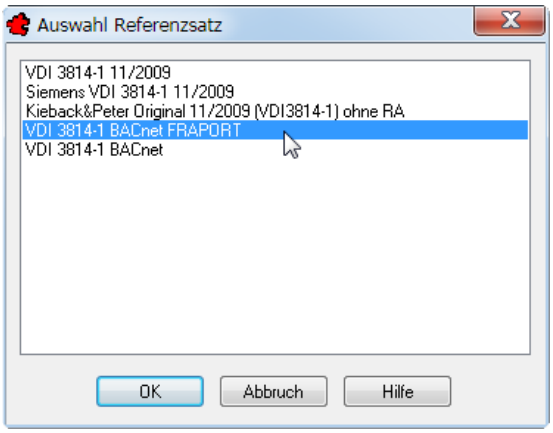

Bild 24.18 – Das Projekt erhält den neuen Standard
- Wählen Sie den soeben erzeugten Standard und klicken Sie auf *OK* (Abb. 24.18).